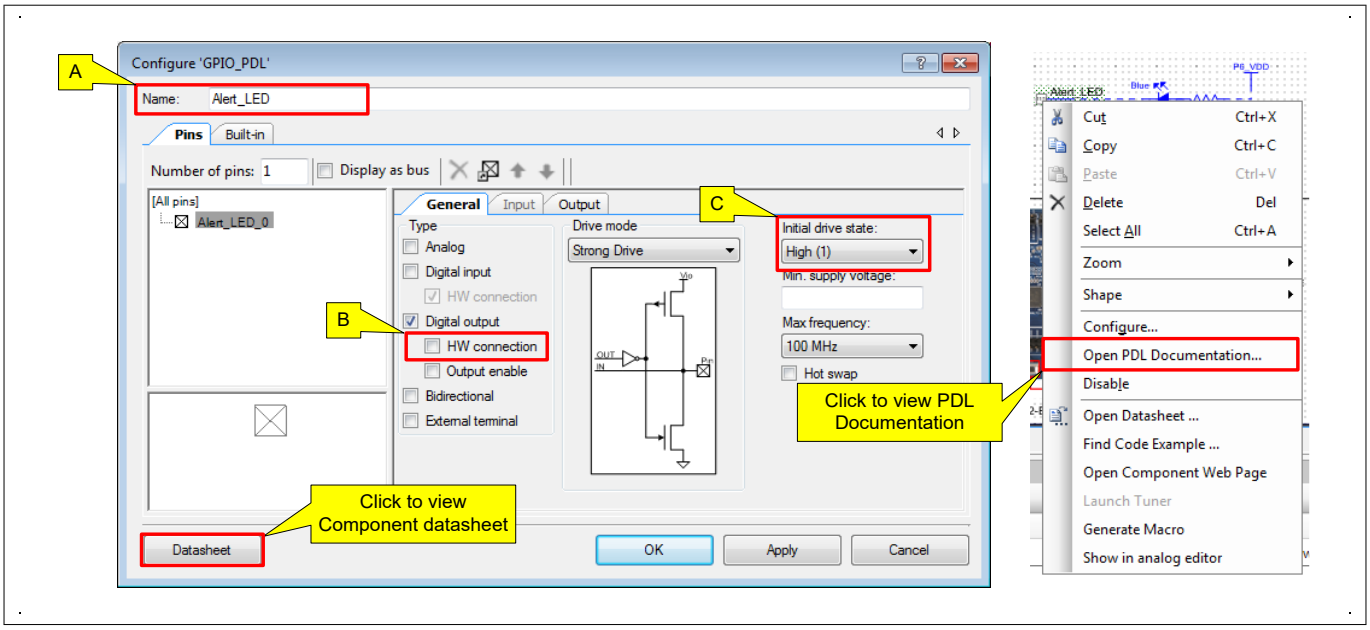

図 22　　出力ピンコンポーネントの設定
3 個のピンは名前を除き、同じように設定されます。これらの指示を 3 回繰り返します (ピンごとに 1 回)。図 22 はコンフィギュレーションを示します。
*ヒント:　コンポーネントを右クリックして **Open PDL Documentation...** リンクをクリックすると、コンポーネントに関連 PDL ドライバーの API リファレンスドキュメントを開けます。図 22 を参照してください。*